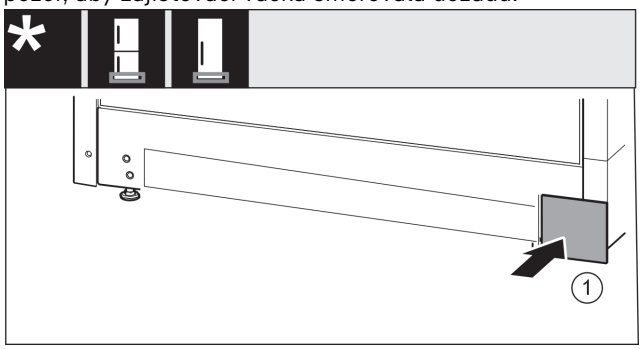

*Fig. 22*
▶ Kryt *Fig. 22 (1)* opět nasaďte na druhé straně.